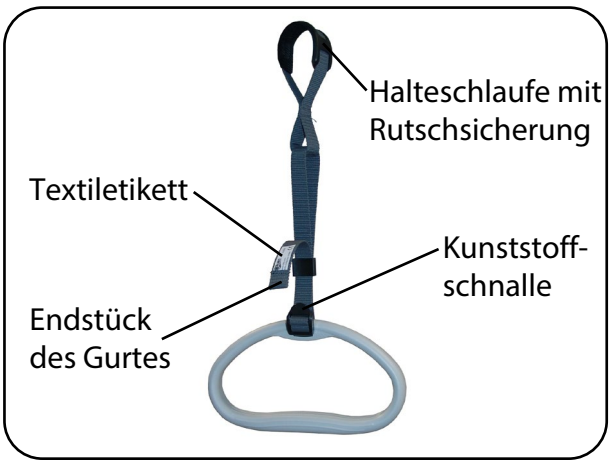

Abb. 6.3.03 – Haltegriff und Gurt
5. Passen Sie die Höhe des Haltegriffs an die individuellen Patientenbedürfnisse an. Das Gurtband hat einen Verstellbereich von 20 cm und kann über die Kunststoffschnalle (Abb. 6.3.03) verstellt werden. Hierbei darf der Griff nicht belastet sein. Achten Sie darauf, dass das Endstück des Gurtes min. 3 cm über der Kunststoffschnalle steht (Abb. 6.3.03).